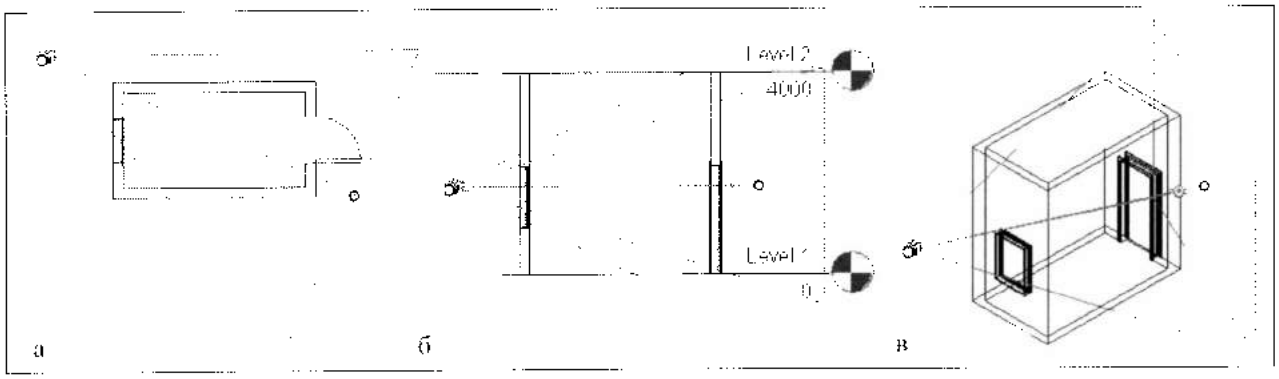

Рис. 5.17. *Выбор вида для изменения параметров камеры*
2. Открыть любой вид, на котором можно видеть результат поворота (рис. 5.17).